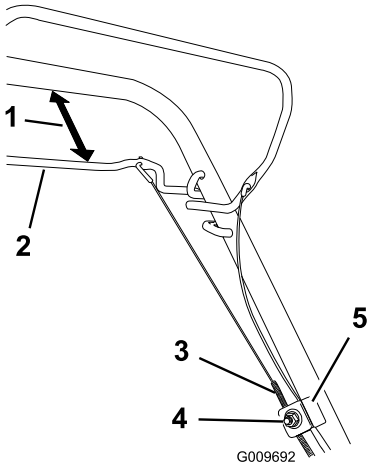

Figur 25
1. Løsne mutteren på kabelfestet (Figur 25).
2. Hold selvdriftsbøylen 25 til 38 mm fra håndtaket (Figur 25).
3. Trekk kabelkappen ned (mot gressklipperen) til det ikke er slakk i kabelen (Figur 25).